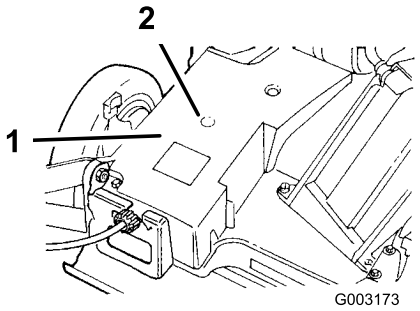

Bild 21
2. Führen Sie die Fettpresse durch die Öffnung in der Riemenabdeckung an den Schmiernippel (Bild 21).